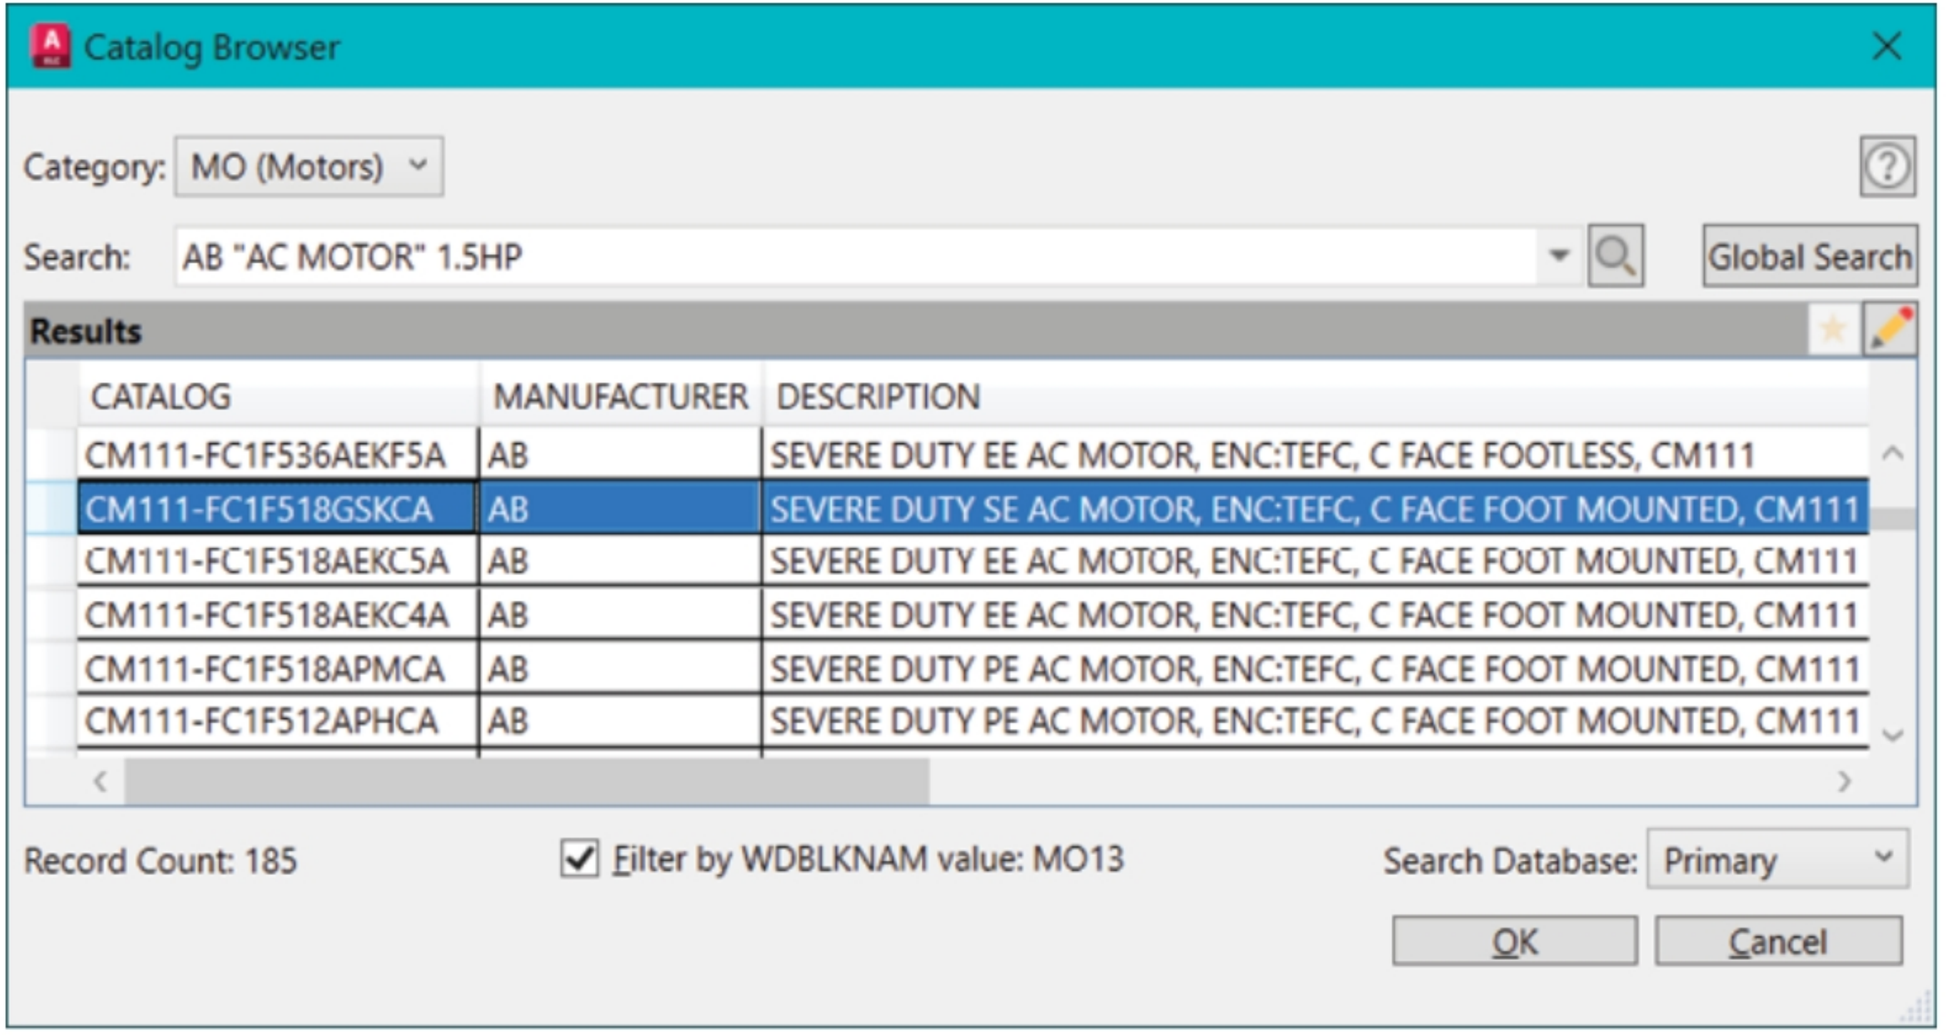

Figure-12. Motor to be selected
- Select the **CM111-FC1F518GSKCA** field under the **CATALOG** column from the **Catalog Browser**; refer to Figure-12. Note that this is a 3 Phase 1.5 HP motor with 1800 RPM speed.